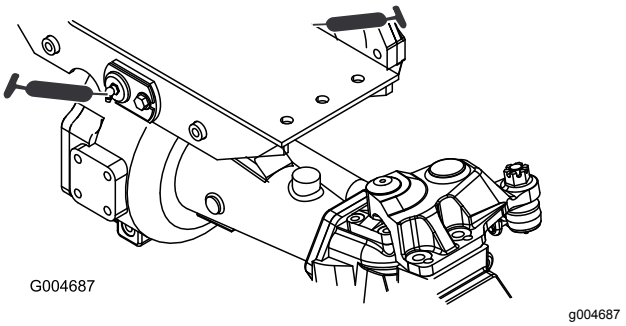

**Figuur 59**
- 2 lagerbussen van draaipunt van voor- en achteras (Figuur 59)